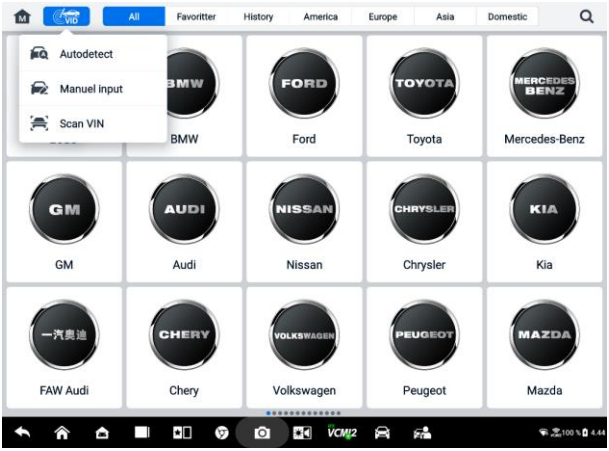

Figur 6-6 ***VID-knapskærm***
2. Tryk på **VID-**knappen øverst i værktøjslinjen (se *Figur 6-6 VID-knapskærm*).
Tryk på **Scan stelnummer/nummerplade senere** i rullelisten (se *Figur 6-6 VID-knapskærm*), åbnes kameraet. På højre side af skærmen, fra top til bund, er der tre muligheder tilgængelige: **Scan stregkode, Scan stelnummer** og **Scan nummerplade.**